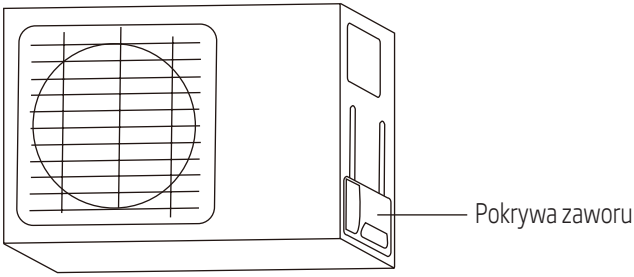

Rys. 7.9
1. Odkręcić pokrywę od zaworu z uszczelnieniem dławnicy po stronie jednostki zewnętrznej. (Patrz Rys. 7.9)